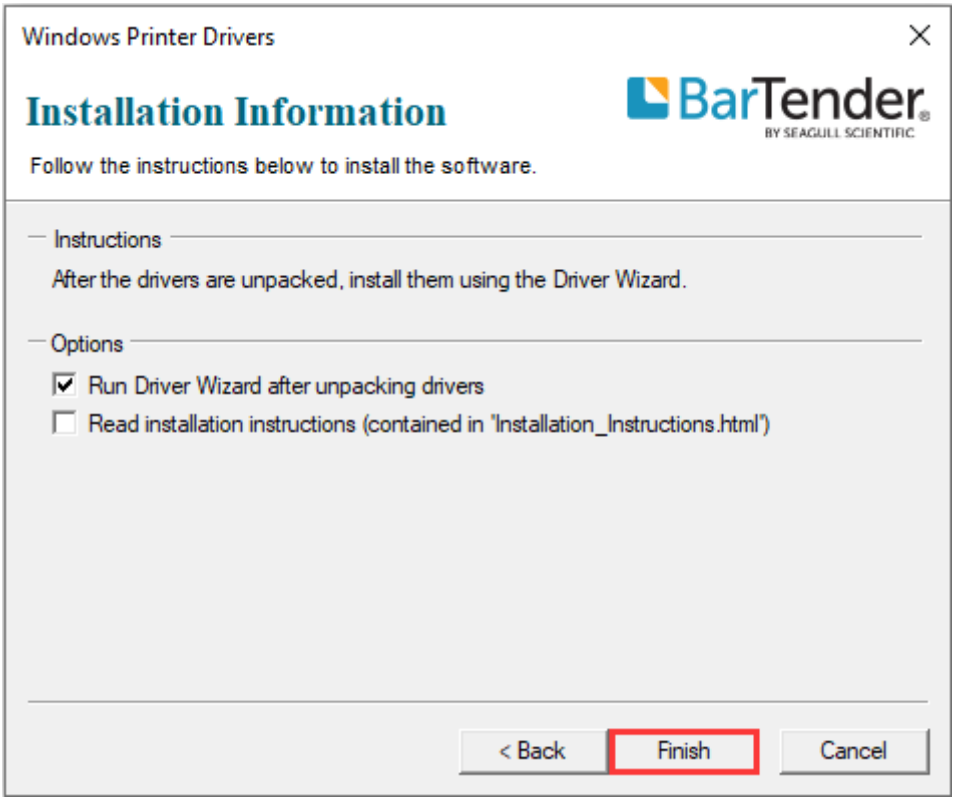

Figure 2-27 Installation Information Screen
5. On the "Installation Information" screen, check the box that says "Run Driver Wizard after unpacking drivers", then click "Finish", as shown in Figure 2-27.